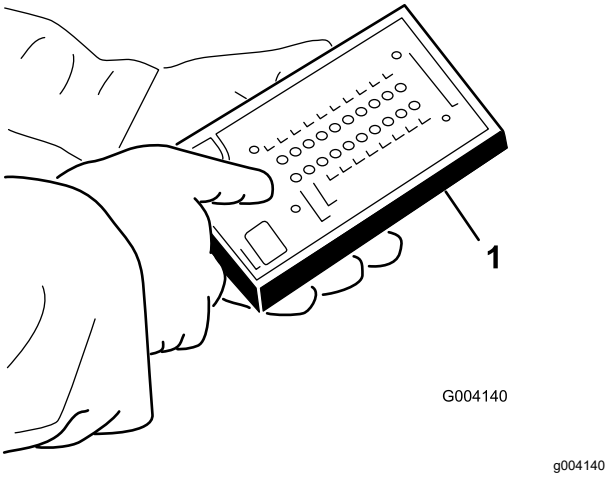

Figur 42
5. Slut ACE-fejlfindingsdisplayets stik til ledningsnettets stik (Figur 42).